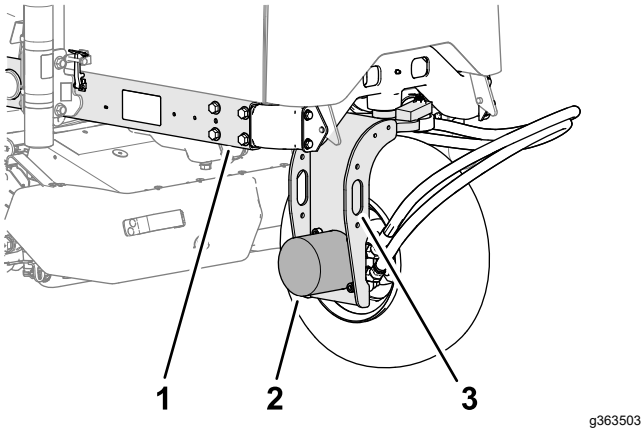

Rysunek 55
2. Zamocuj wyciąg do ucha przy widelcu tylnego koła (Rysunek 55).